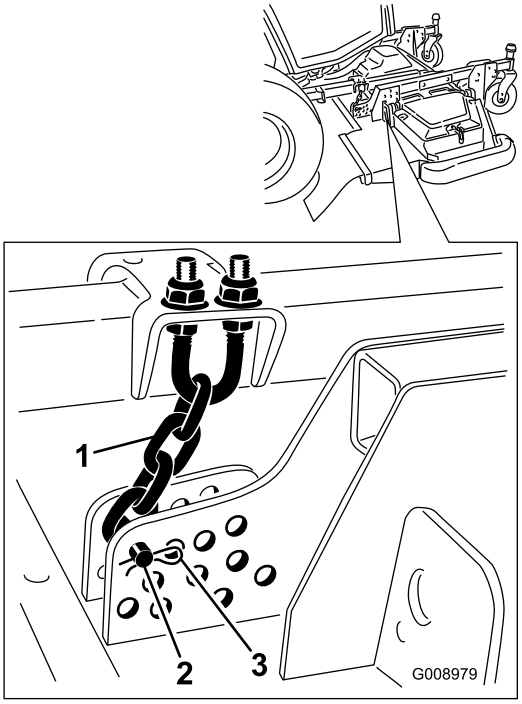

**Figur 137**
4. Ta bort hårnålssprinten och sprintbulten som fäster klipphöjdskedjorna på klippdäckets bakre del (Figur 137).